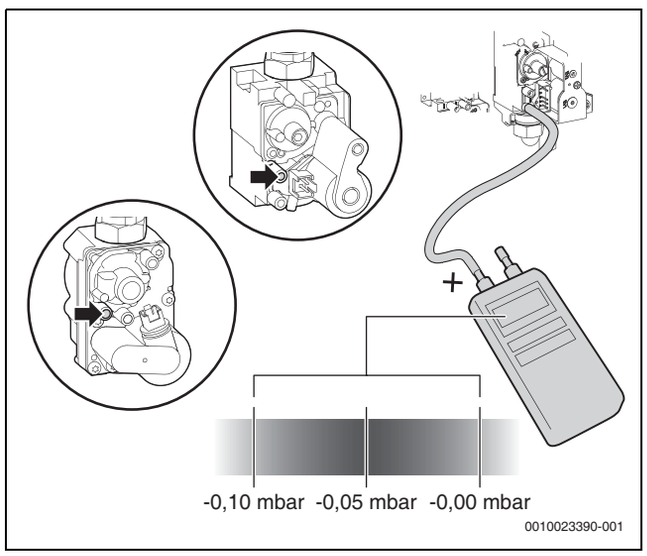

Bild 49 Differenzdruck messen
- ▶ Differenzdruck des Gasventils messen (→ Bild 49).